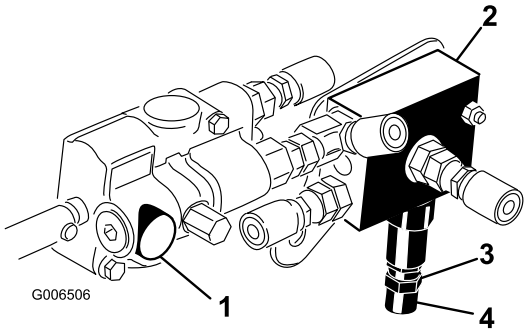

Figur 13
3. Lossa kontramuttern längst ned på motviktsventilen (Figur 13). Ventilen sitter på maskinens högra sida.